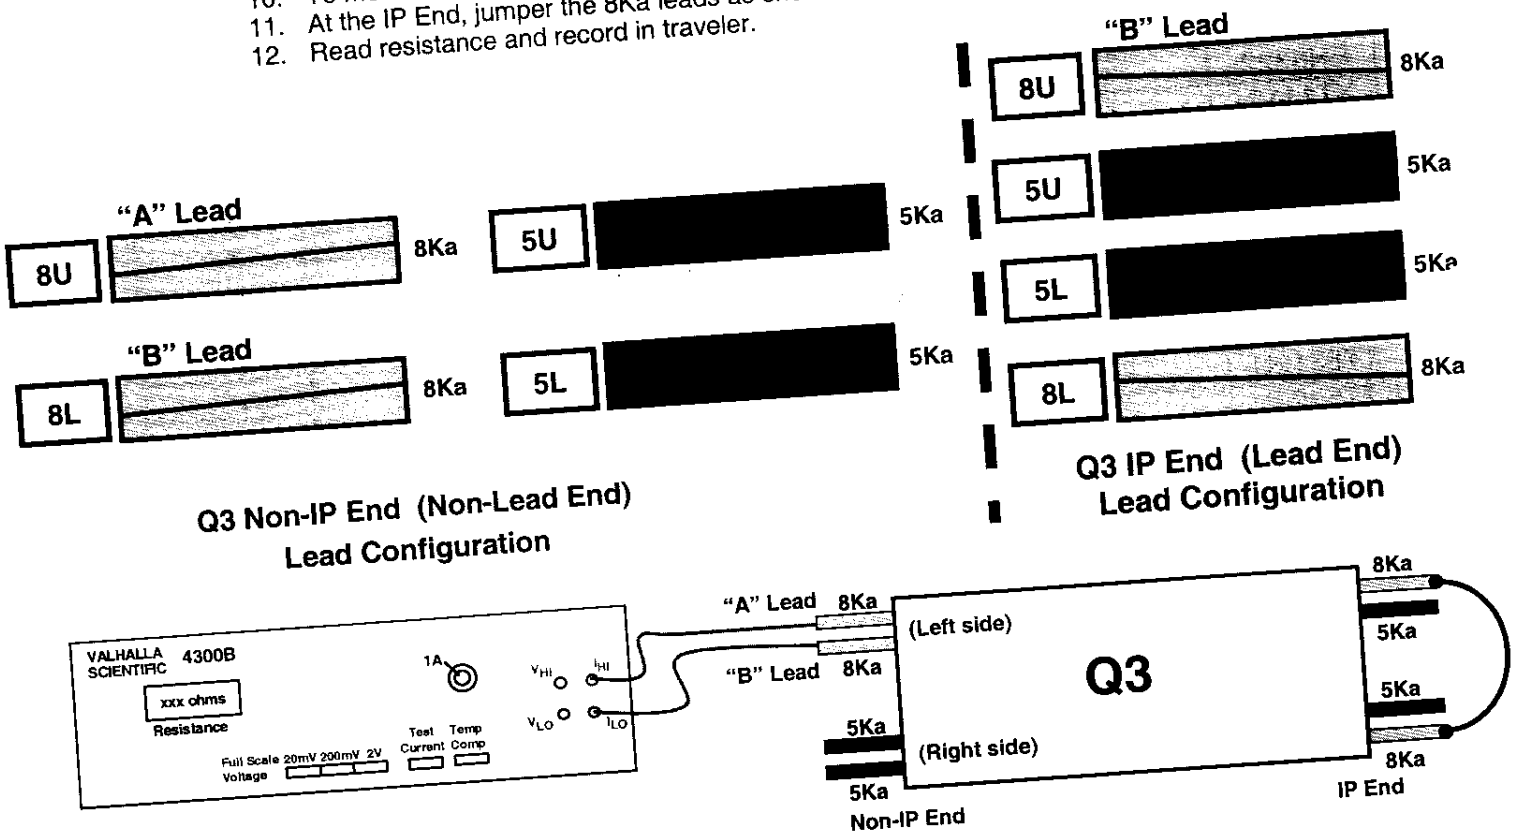

Figure 25.1-A
6. Connect I_{HI} to "A" Lead as shown in figure 25.1-A.
7. Connect I_{LO} to "B" Lead as shown in figure 25.1-A.
11. At the IP End, jumper the 8Ka leads as shown in Figure 25.1-A.